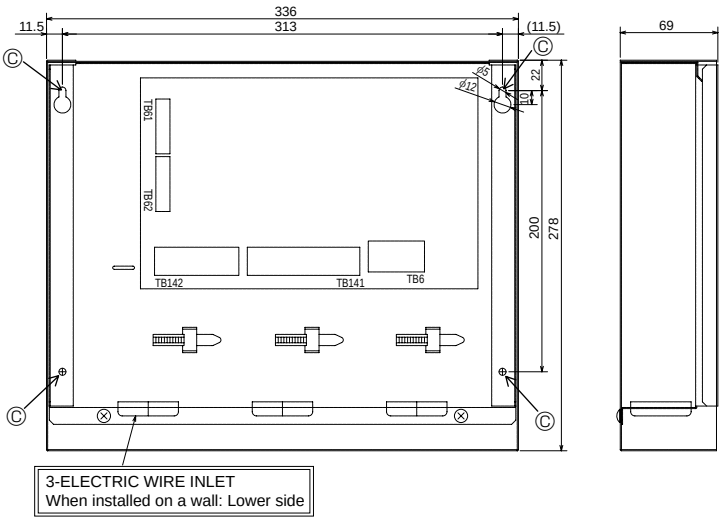

Fig.2-2
2.3. Installing the FTC unit (Fig. 2-2, Photo.2-1)